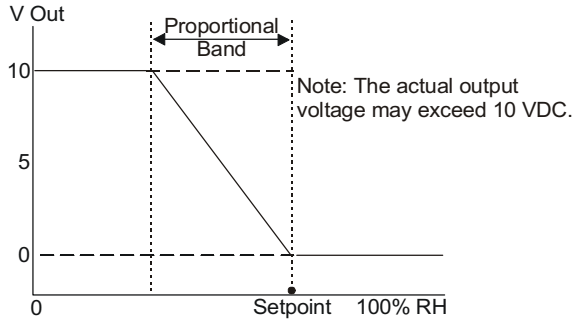

Figure 1: 0 to 10 Volt, RA Application
The HC-67x3 Humidity Controllers proportionally ramp their output as the humidity changes in the proportional band. The setpoint is at the low end of the proportional band for Direct Acting (DA) and at the high end for Reverse Acting (RA) (shown in Figure 1) for both wall mount and duct probe humidity controllers.